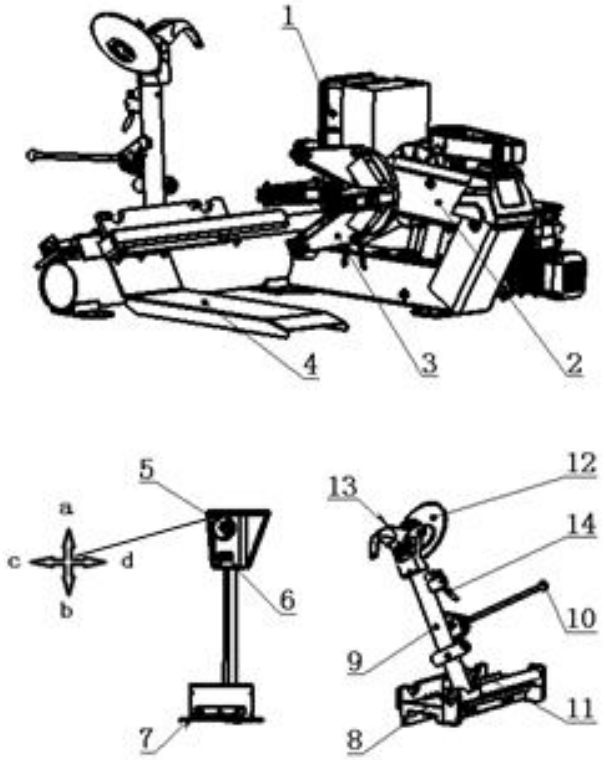
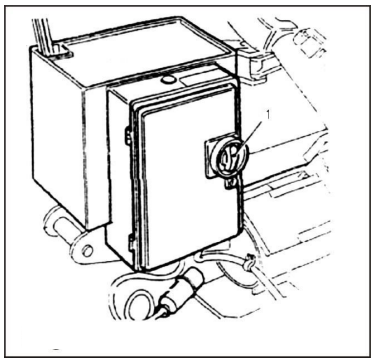

Рис.1
Рис.5
Основные элементы станка Рис.1:
Примечание: как электрический, так и гидравлический двигатель оснащены предохранителем от перегрузки (рис. 5).
Включите главный переключатель 1 (рис. 5), чтобы запустить двигатель. Нажмите на левую педаль (7) (рис.1) , зажимное устройство начнет вращаться против часовой стрелки, нажмите на правую педаль (7) (рис.1), зажимное устройство начнет вращаться по часовой стрелке. Переместите контрольный переключатель (5) (рис.1) в направлении между “a” и “b”, опорный рычаг (2) (рис.1), будет двигаться вверх и вниз. Переместите контрольный переключатель (5) (рис.1) в направлении между “c” и “d” рычаг, опорный рычаг (2), будет двигаться слева направо. Поднимите вверх переключатель (6), зажимное устройство разомкнется, опустите вниз переключатель (6), зажимное устройство сомкнется.